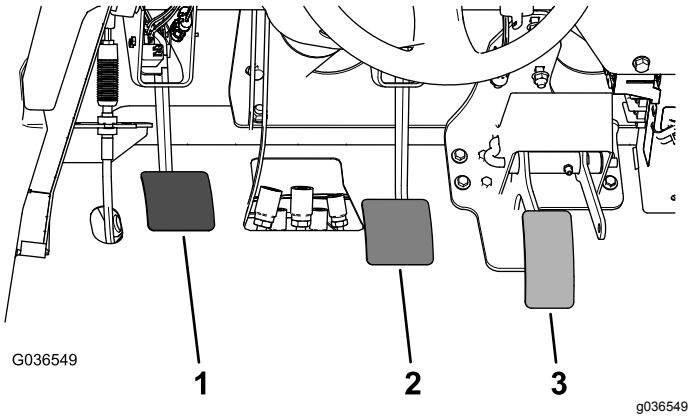

図 61
2. ブレーキペダル図 61を持ち上げてフレームに接触させる。
3. ヨークをマスターシリンダのシャフトに固定しているジャムナットをゆるめる図 61。